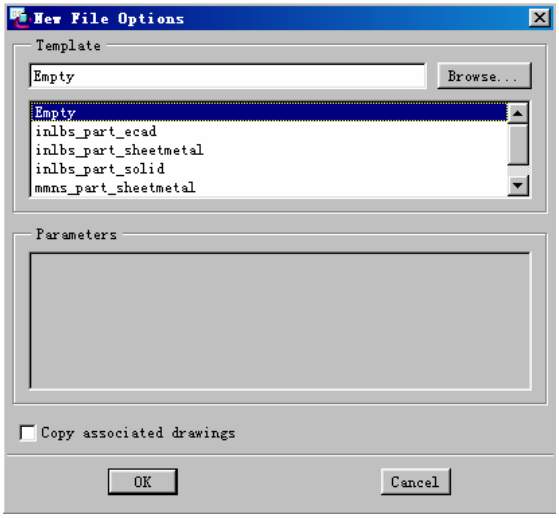

图 1-5　模型模板选择对话框
3. 取消对图 1-4 中 Use default template 项的勾选，再单击 OK 按钮加以确认，出现如图 1-5 所示的模型模板选择对话框。